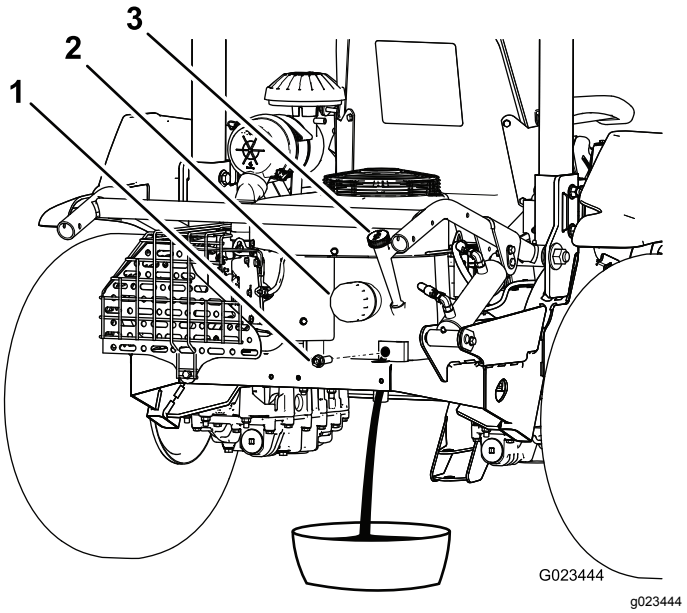

Figur 39
3. Fjern tappepluggen (Figur 39) og la oljen renne i en passende beholder. Når oljen slutter å renne, setter du tappepluggen på igjen.